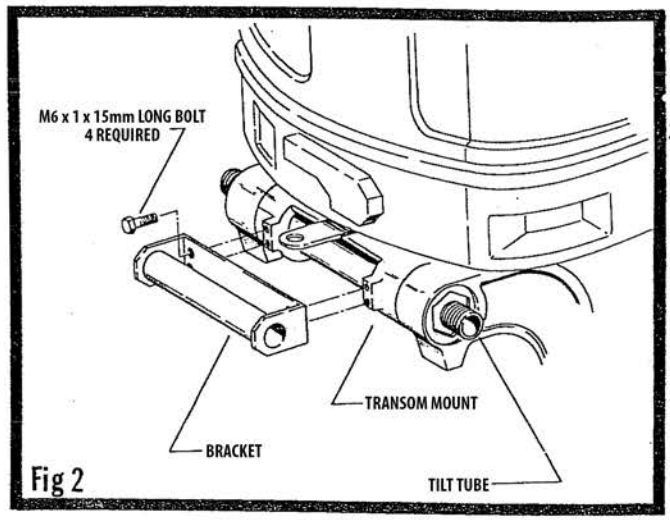

Fig 2
A. Install mounting bracket to the engine with the four 6 x 15mm bolts. Do not tighten at this time. See Figure 2.